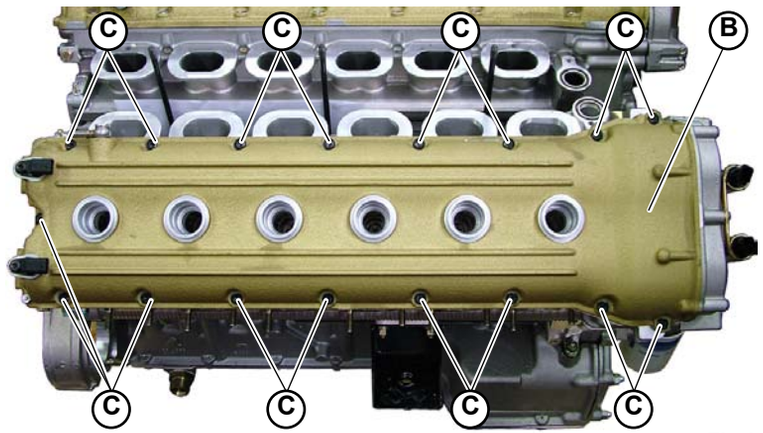

Fig.2
2. Position the head cover (**B-Fig.2**) and tighten the 17 screws (**C-Fig.2**) as necessary.